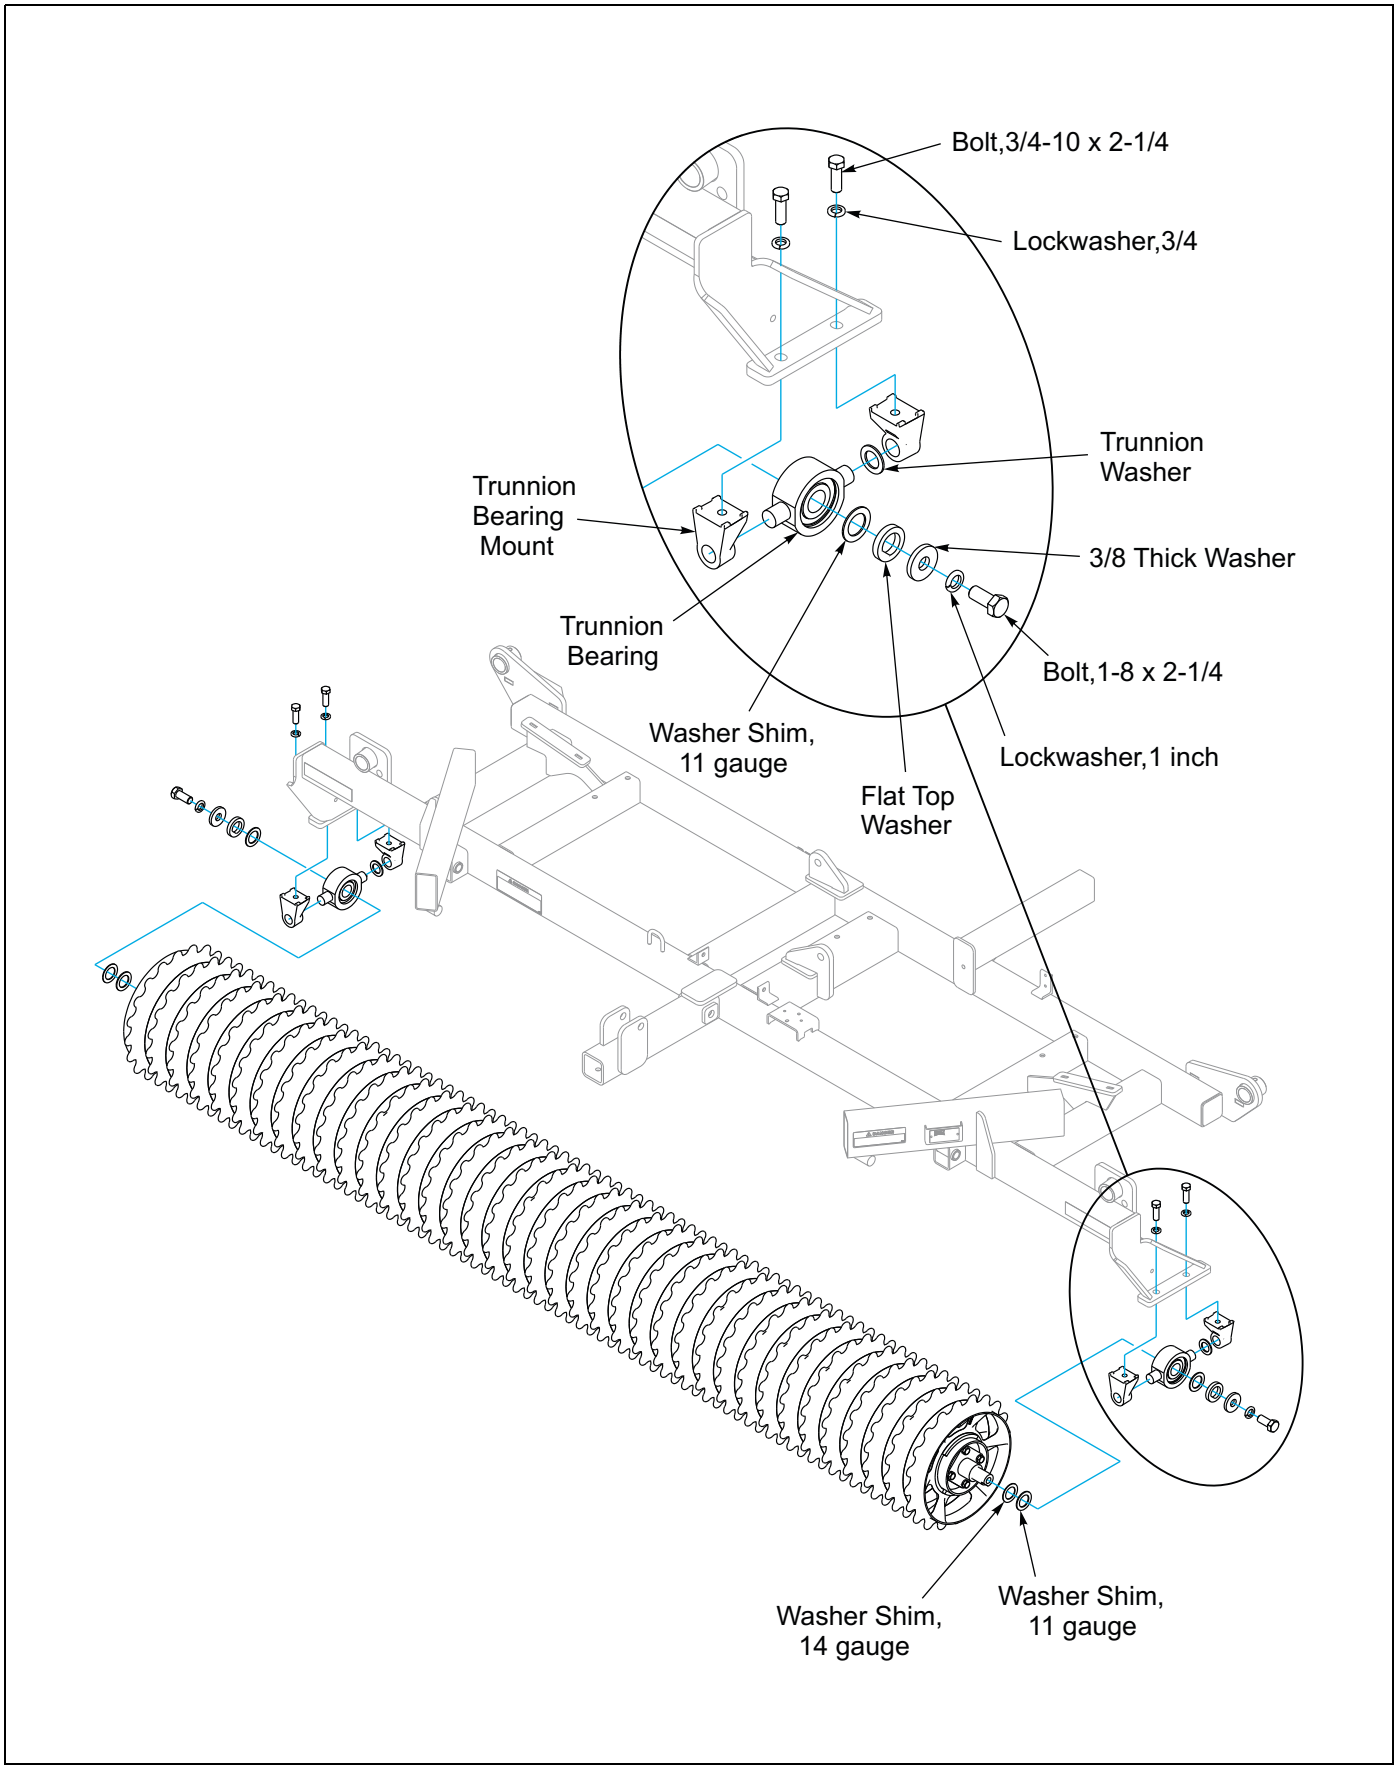

Figure 2-6: Center Roller Assembly Installation
4. Look at each Trunnion Bearing Mount to make sure that it is sitting perpendicular to the Center Frame Bearing Hanger. If not adjust the Shim Washers accordingly, for each side there are two 11ga and one 14ga Shim Washers. Shim Washers can be all three on the inside between the Stub Shaft shoulder and the Trunnion Bearing, all three can be on the outside between the Trunnion Bearing and Flat Top Washer, or a combination on either side, but all three must be used to minimize the gap. If gap cannot be properly minimized with bearing snap rings to outside, turn bearing around to have snap ring to inside. The bearing inner race is offset with respect to the trunnion bosses by 1/32”. By installing bearings with snap rings in versus out, 1/16” difference can be made up at assembly if needed. **See Figure 2-6.**